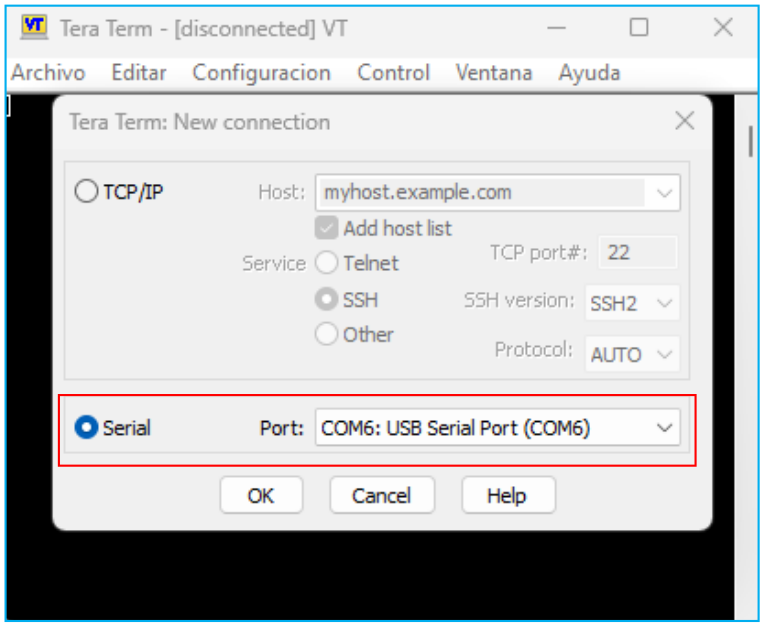

Fig.1. Ventana de nueva conexión en el terminal serie, selección de opción `Serial`.
2. Seleccionar la opción de Puerto Serie (`Serial`) y escoger el puerto donde se encuentre conectada la placa Nexys4 DDR (Fig.1). Pulsar en `OK` para continuar.